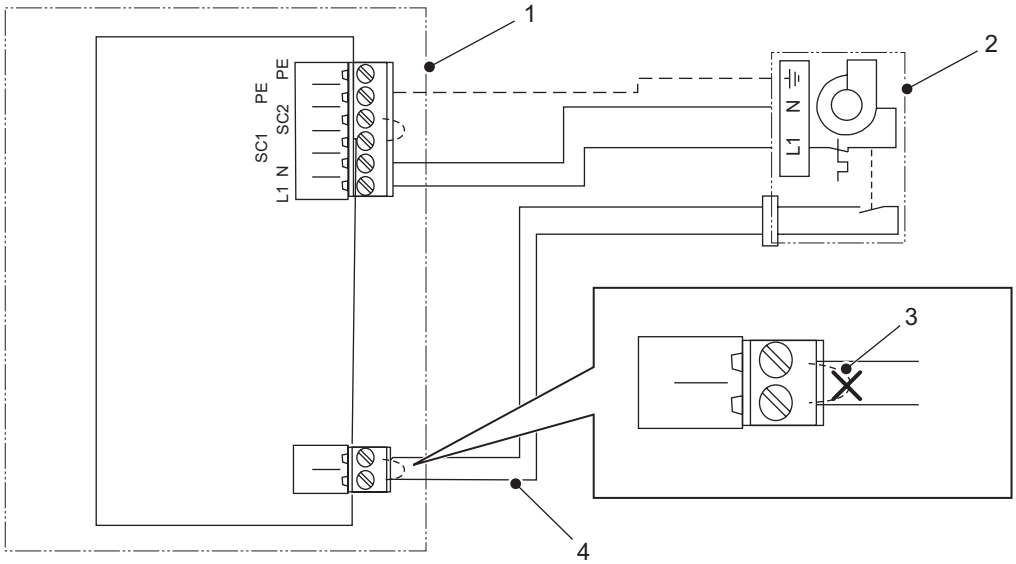

Figure 15 : Connexions de la carte pilote.
d. Câbler et raccorder les fils vers la carte pilote à l'intérieur de l'humidificateur, comme illustré sur la *Figure 15*.